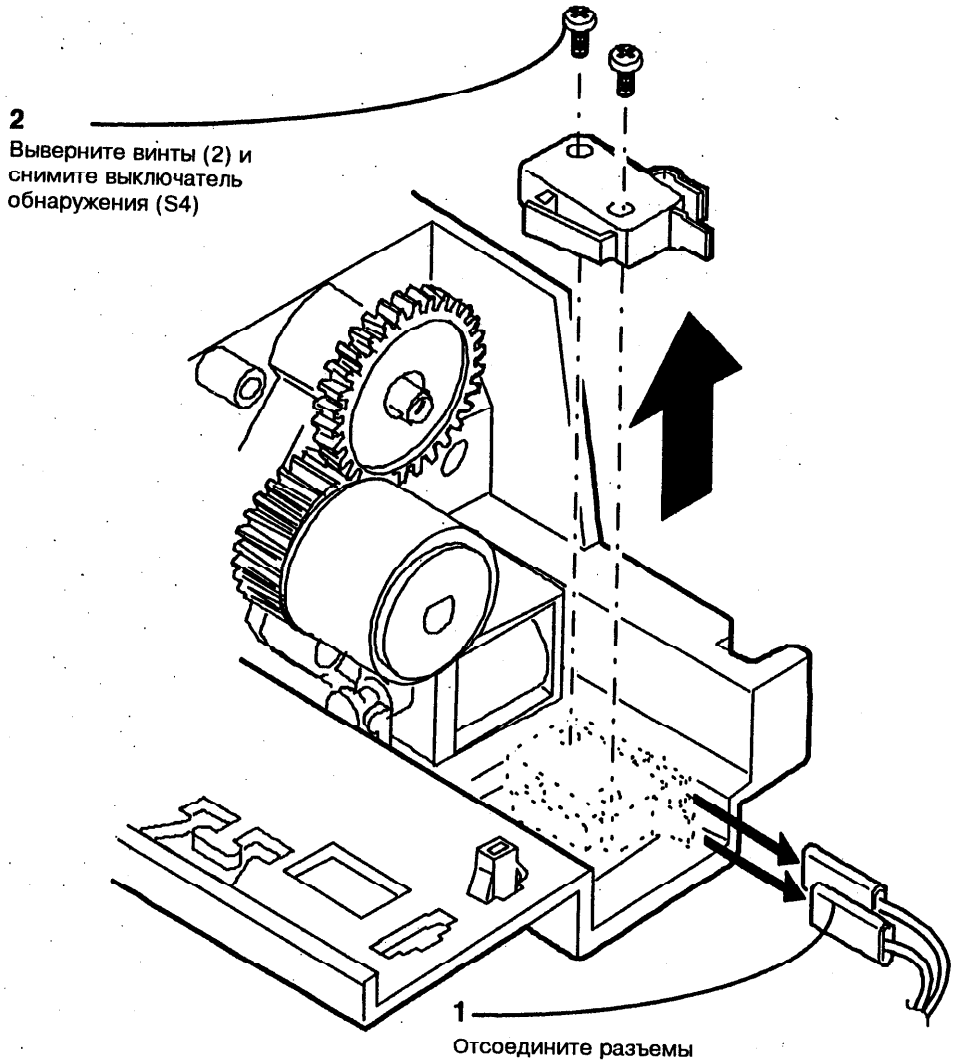

Рис. 1. Снятие выключателя обнаружения (S4)
2. (Рис. 1) Снимите выключатель обнаружения (S4).